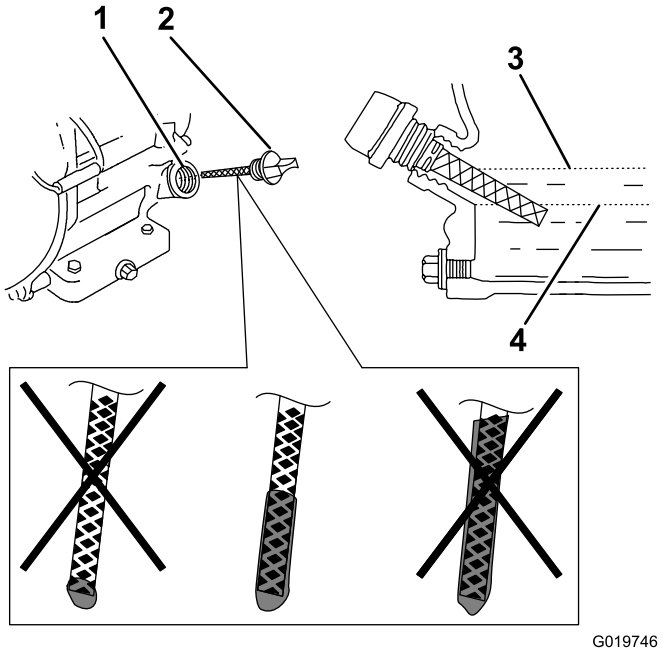

Figura 34
4. Retire el tapón de llenado/varilla de aceite y limpie el extremo (Figura 34).
5. Deslice la varilla a fondo en el orificio de llenado, sin enroscarlo (Figura 34).
que el nivel llegue a la marca Full (lleno) de la varilla (Figura 34).
7. Vuelva a colocar la varilla y apriétela (Figura 34).